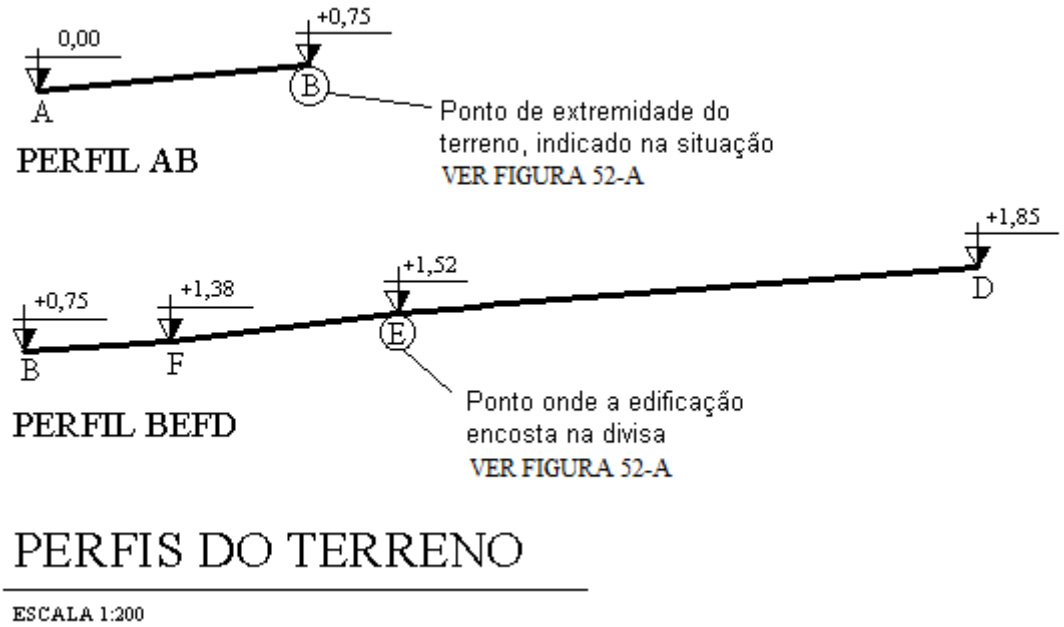

FIGURA 54
C.6.1) Denominação dos Perfis: Poderá ser apresentado um único título para todos os perfis. Porém, cada perfil deverá receber um subtítulo indicando os pontos do terreno a que se refere, apresentados na planta de situação (FIGURA 54).
C.6.3) Cotas de Nível do Terreno: Deverão ser indicadas em metros ou em centímetros, e sempre acompanhadas de sinal positivo ou negativo, as cotas de nível do terreno em cada um dos pontos determinados na planta de situação (FIGURA 54).